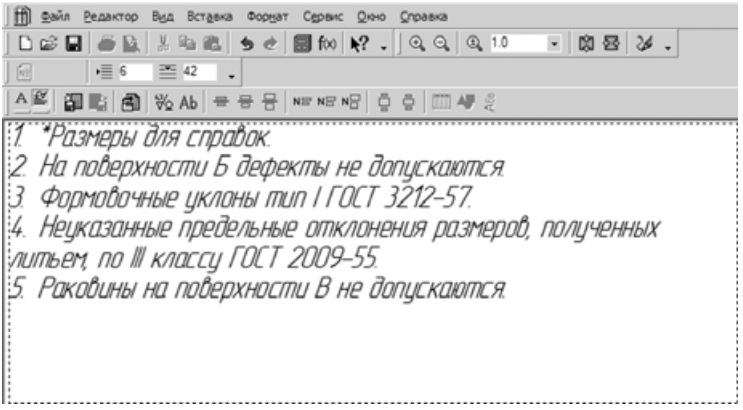

Рис. 3.74
- Система перейдет в режим текстового редактора, и вам следует просто ввести нужный текст. Введите технические требования, как показано на рис. 3.74. Номера строк вручную проставлять не нужно.